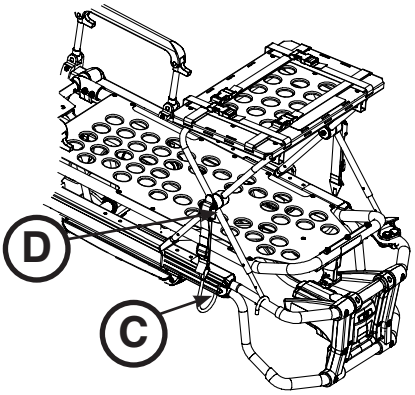

Figur 57
5. Anbring låsekrogen (C) under bårelejets ramme eller fodendens fastgørelsesbeslag, og skub tappen (D) op, til den låser på plads med et hørligt klik, som vist i Figur 57. Gentag på den anden side af defibrillatorplatformen.